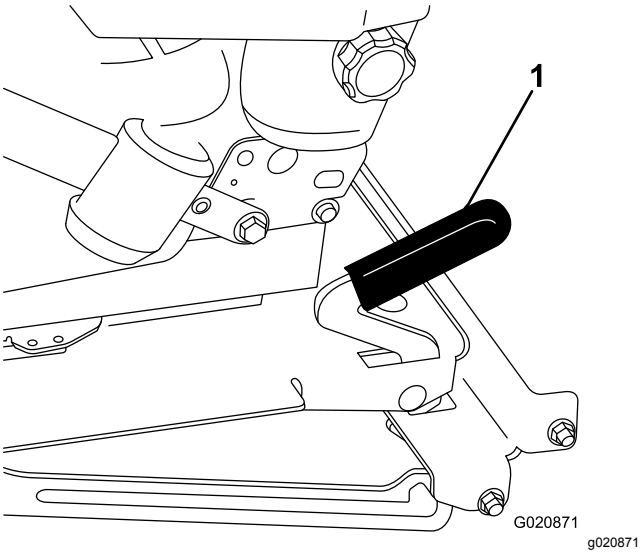

**Rysunek 15**
2. Pociągnij zaczep fotela do przodu i unieś, aby odblokować fotel (Rysunek 15).